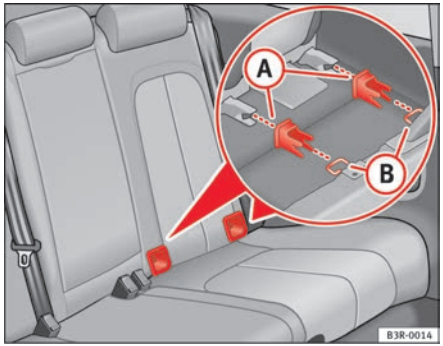

Fig. 32 Position of the ISOFIX anchorages on the side rear seat
– Fit the plastic guides on the vehicle's ISOFIX anchorages between the backrest and the seat ⇒ fig. 32.